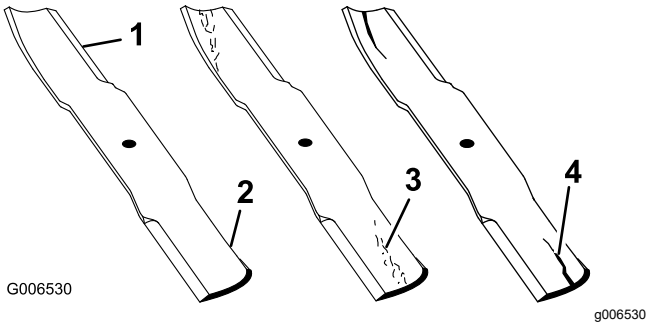

Figura 79
1. Inspeccione los filos de corte (Figura 79).
4. Si observa fisuras, desgaste o la formación de una ranura en esta zona, instale de inmediato una cuchilla nueva (Figura 79).